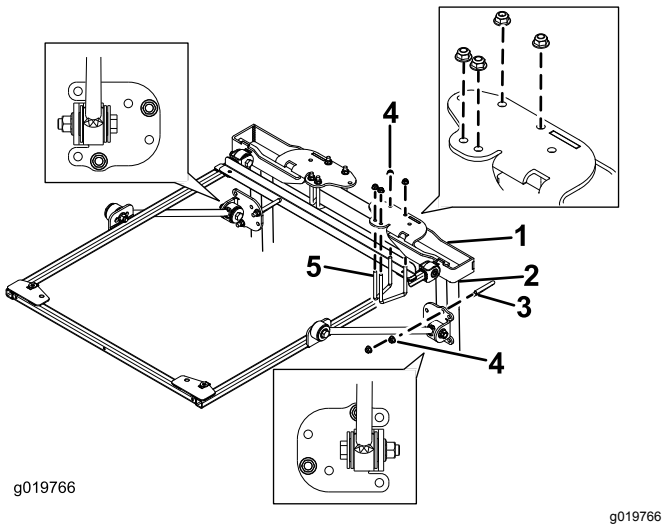

Figure 28
5. Placez les supports de montage du système ROPS en haut de l'arceau de sécurité du groupe de déplacement (Figure 28). Centrez bien l'arceau de sécurité dans les supports de montage du système ROPS.
6. Utilisez les trous indiqués à la Figure 28 pour fixer chaque support de montage du système ROPS au sommet de l'arceau de sécurité à l'aide de 2 étriers filetés (2-3/4") et de 4 écrous à embase.
7. Utilisez les trous indiqués à la Figure 28, pour fixer légèrement chacun des supports de raidisseur aux montants de l'arceau de sécurité à l'aide d'un étrier fileté (4") et de 2 écrous à embase.